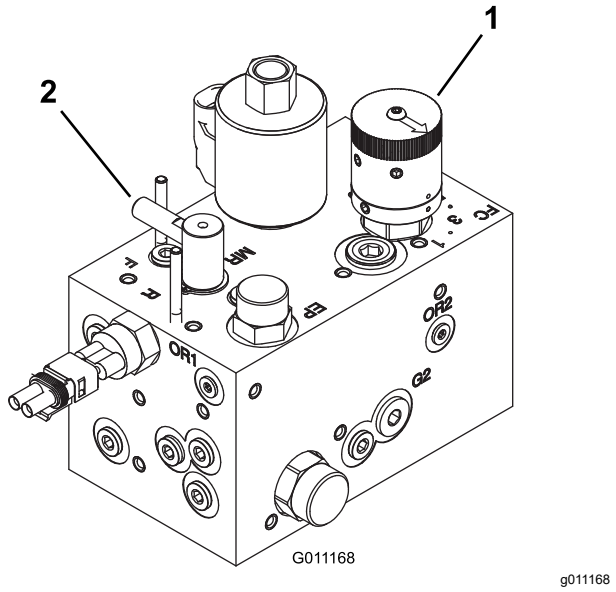

**Figur 78**
3. Drei slipekontrollen til slipestilling (R). Drei spolen for spolehastighet til posisjon 1 (Figur 78).